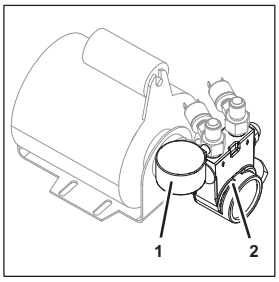

Fig. 43
1. Turn the pressure manometer (Fig. 43/1) and remove it from the carbonator pump (Fig. 43/2).
2. Apply Loctite to the new pressure manometer (Fig. 43/1).
3. Attach the new pressure manometer (Fig. 43/1) to the carbonator pump (Fig. 43/2) by turning it.